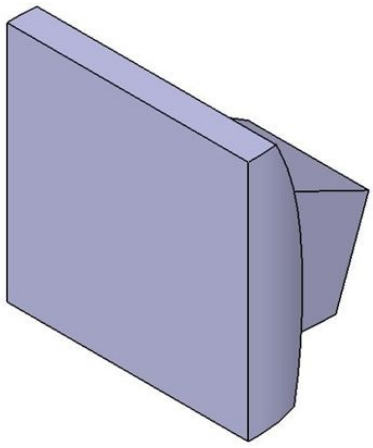

Figure 11-84 *The model after solidifying the surface body*
d. Invoke the **Part Design** workbench and convert the surface model into a solid model, refer to Figure 11-84.
The model after solidifying and hiding the surface body is shown in Figure 11-84.